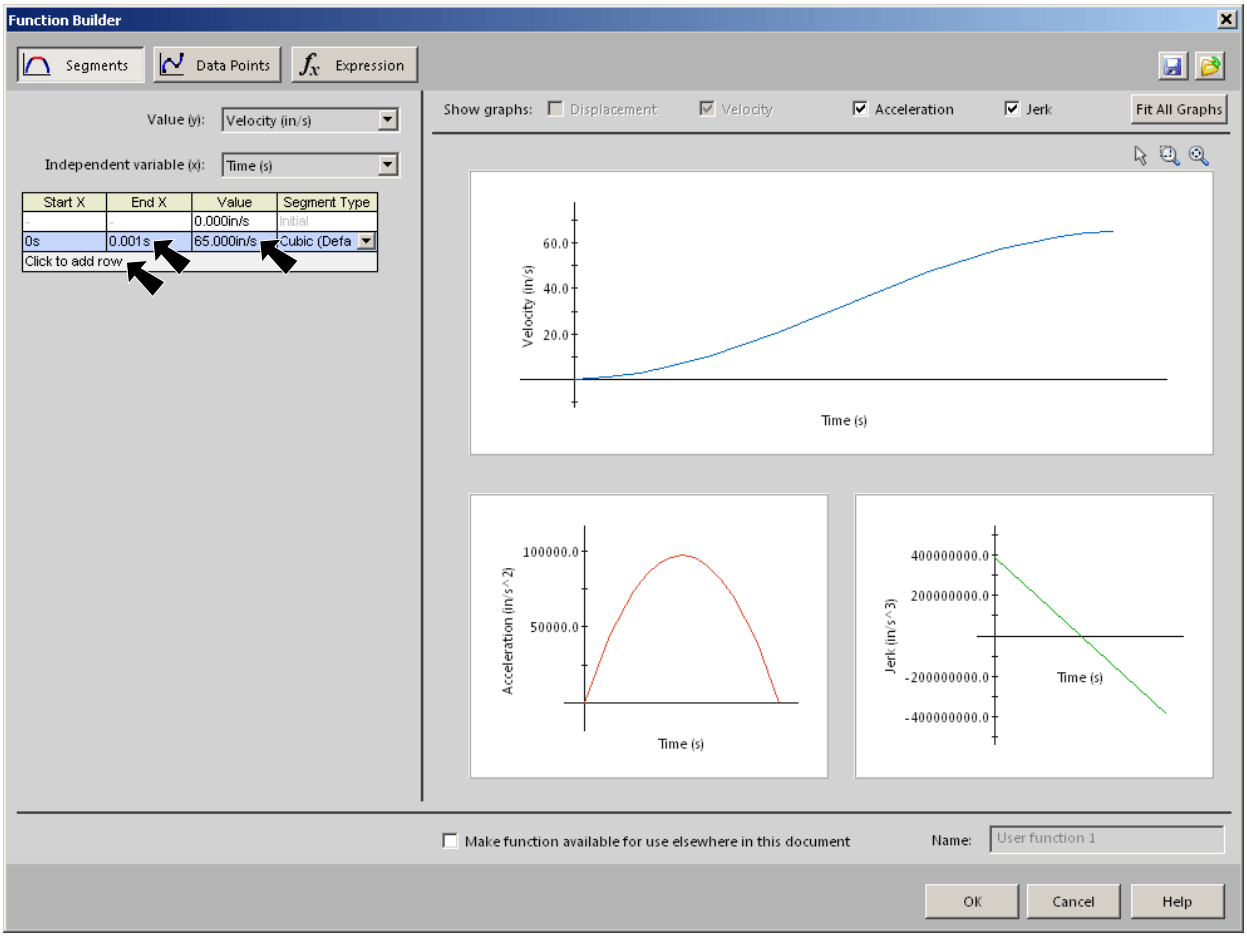

**Fig. 10**
Step 4. **Segment 1** in the Segments chart, **Fig. 10**